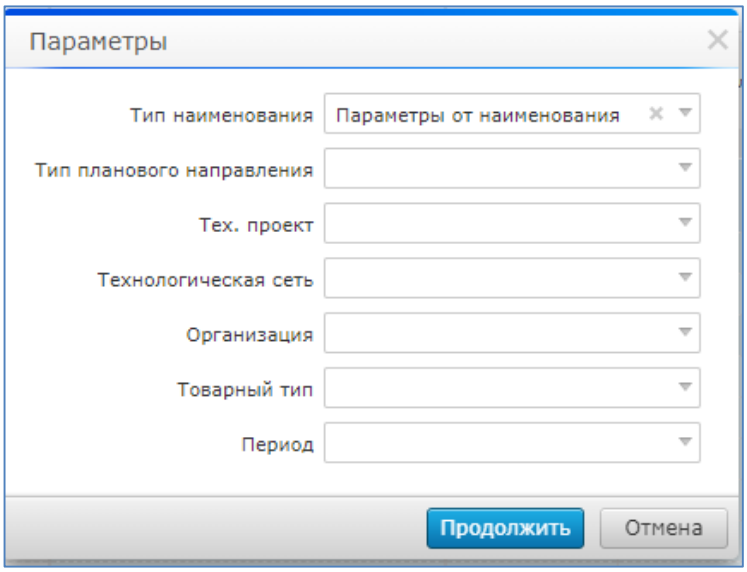

Рисунок 8. Окно «Параметры»
3. В открывшемся диалоговом окне «Параметры» заполнить параметры (Рисунок 8). В форме перечислены параметры, с которыми будут сохранены плановые направления. Необходимо нажать на кнопку «Продолжить»;